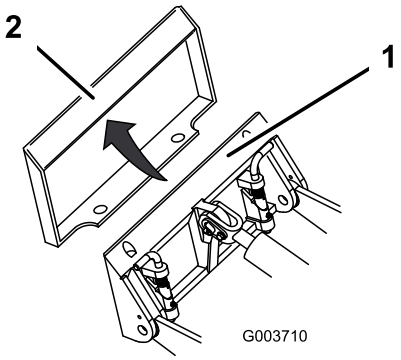

Figur 24
4. Stick in fästplattan i det övre fästet på redskapets kopplingsplatta (Figur 24).